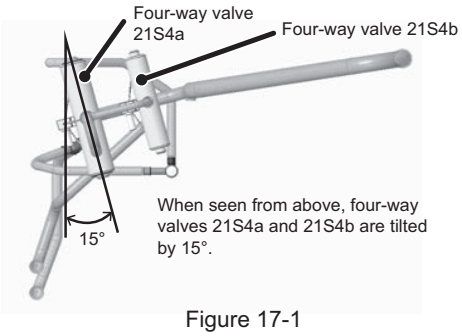

Figure 17-1
(17) Re-place the four-way valves (21S4a and 21S4b) that were removed in step (14). Figure 17-1 shows how to position a new four-way valves.